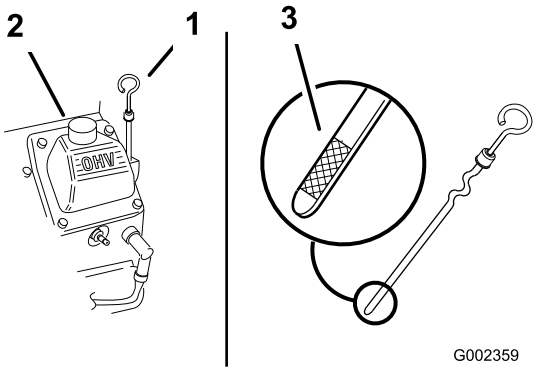

Figur 16
2. Rengjør rundt peilestaven (Figur 16), slik at smuss ikke kan komme ned i påfyllingshullet og kan skade motoren.
3. Ta ut peilestaven, tørk den ren og sett den tilbake på plass slik at den når helt ned (Figur 16).
Oljenivået må nå opp til Full-merket på metallenden på peilestaven (Figur 16).
5. Hvis oljenivået er under Full-merket, tar du av lokket på påfyllingsrøret (Figur 16) og fyller olje til